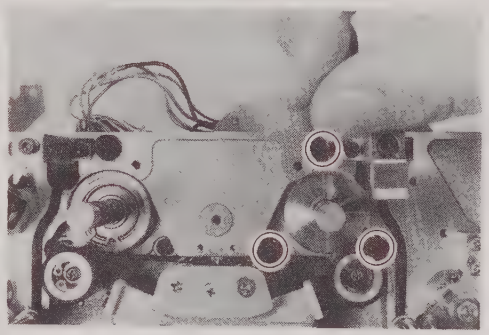

Fig. 5-15
F) Replacing the capstan motor (Fig. 5-15)